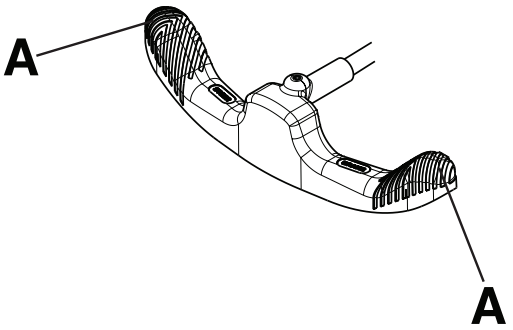

Figure 2 – Utilisation de la pédale de frein/guidage
Remarque - Ne pas appuyer au centre de la pédale de frein/guidage. Toujours appuyer sur le côté extérieur (A) de la pédale de frein/guidage (Figure 2).